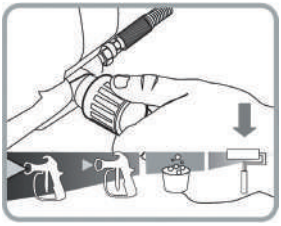

Рис. 31
6. Установите ручку регулятора давления в положение минимального давления (рис. 31).